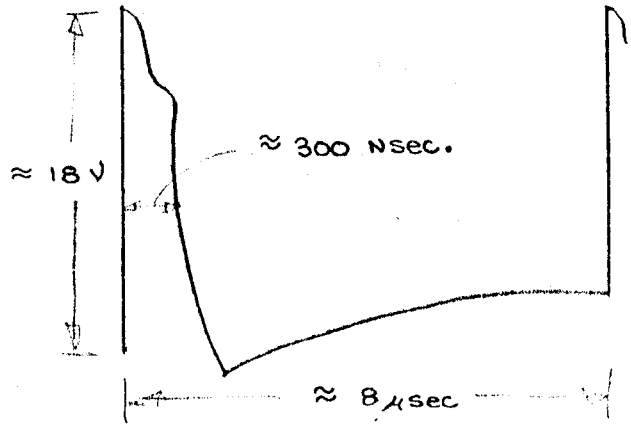

FIG. 2
c) Adjust MEMORY GATE WIDTH pot for approximately 300 nsec pulse width (measured at 50% points) and a pulse amplitude of 18 v ±5%. (See Fig. 2). Check for the same pulse and amplitude on channel B Memory board, pin V. Set 4S2 upright again.